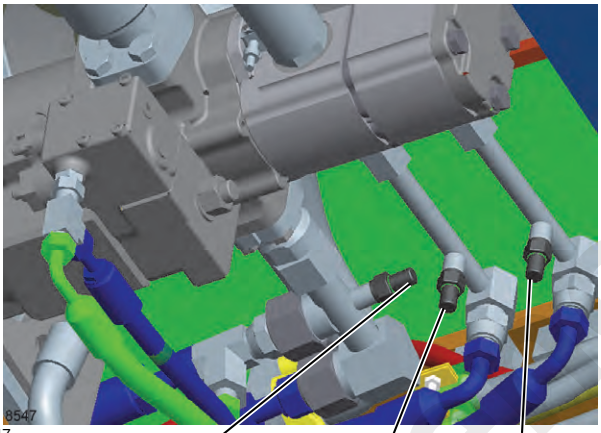

FIGURE 4-21
1. With the engine shut off, install pressure check diagnostic quick disconnect (Parker PD240) with 0 - 3450 kPa (0 - 500 psi) pressure gauge onto Piston Pump Gauge Port shown in Figure 4-21.
1. The pressure check diagnostic quick disconnect (Parker PD240) with gauge should still be installed onto Piston Pump Gauge Port (Figure 4-21).
1. Install pressure check diagnostic quick disconnect (Parker PD240) with gauge on Gear Pump 2 Gauge Port shown in Figure 4-21.
1. Install pressure check diagnostic quick disconnect (Parker PD240) with gauge on Gear Pump 1 Gauge Port shown in Figure 4-21.